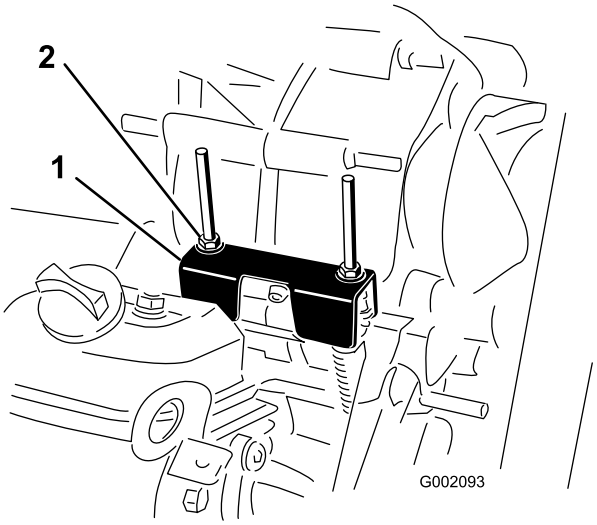

Figur 67
Når man utfører rutinemessig vedlikehold og/eller motordiagnostistikk, må transakselen flyttes til fri (Figur 67). Kjøretøyet har en fri-posisjon på girspaken som kontrollerer nøytralen i transakselen. Du bør gjennomføre følgende tiltak for at frigirspaken skal bruke nøytralen i transakselen på riktig måte:
2. Påse at den nøytrale braketten er i nøytral stilling (på nivå med kabelmonteringsbraketten under girbraketten) ved å dreie drivclutchen (Figur 67).
3. Vri en av låsemutrene (Figur 67) for å få en avstand på 0,762 til 1,524 mm mellom bunnen av mutter/skive og nøytral brakett.